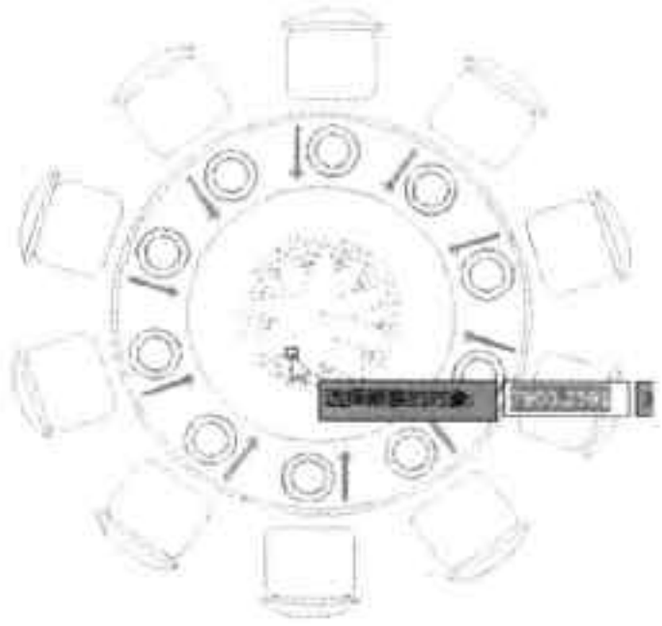

图7-41 选择编辑图形
Step 05 在“参照名”列表框中，选择所需编辑图块的选项，或单击“提示选择嵌套的对象”单选按钮。在此选择后者。在绘图区中框选所需编辑的图形，如图7-41所示。